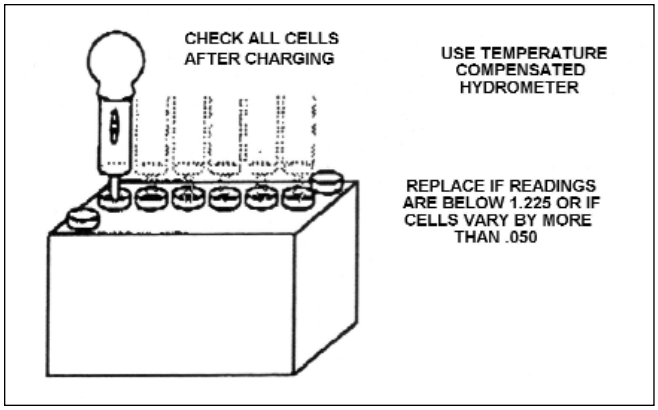

Fig. 8 - Checking 12V Battery Cells (Lead Acid, Wet Cell, With Fill Caps)
3. With battery fully charged, check specific gravity readings (unless maintenance free type) of each cell with a Battery Hydrometer and record readings (Fig. 8).